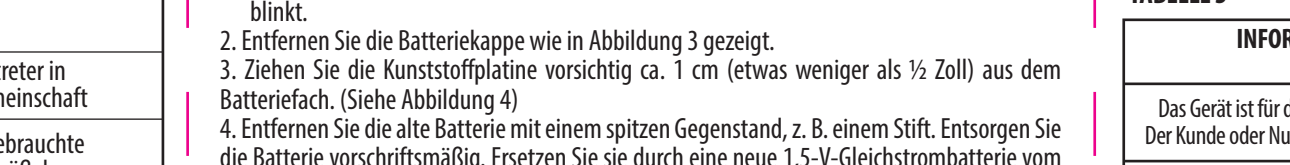

Abbildung 3 Abbildung 4 Abbildung 5
2. Entfernen Sie die Batteriekappe wie in Abbildung 3 gezeigt.